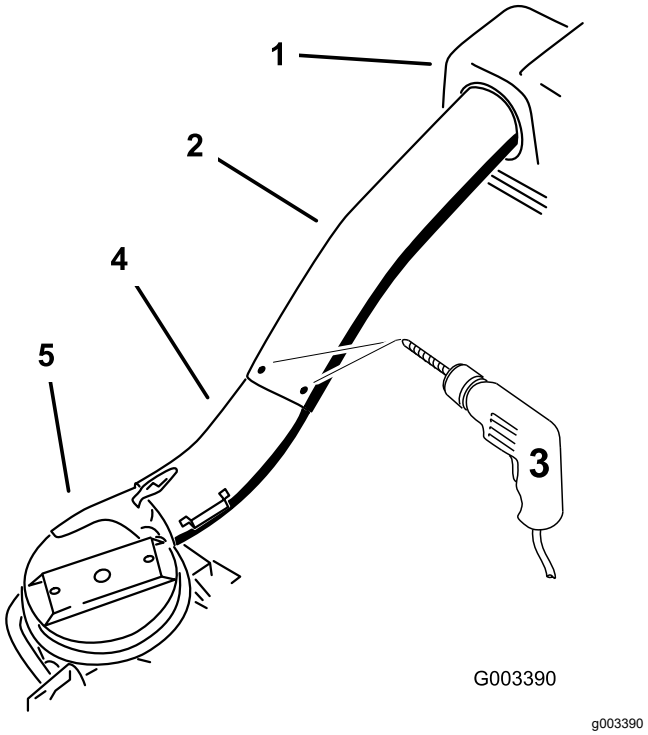

Figur 29
12. Ved hjælp af de tre huller eller mærkerne i det øverste rør som skabelon skal du bore tre huller (7/32 tomme i diameter), hvor det øverste og nederste rør samles (Figur 29).